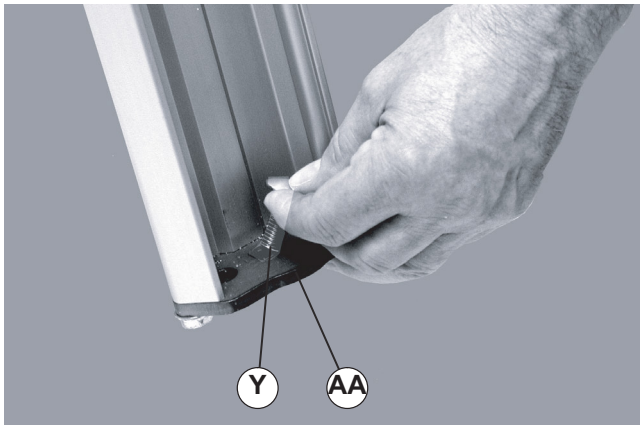
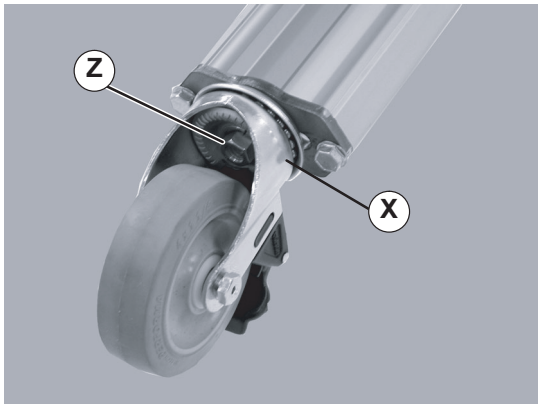

Figure 19
Figure 20
1. Install carriage bolt (Figure 19, item Y) into stand boot base plate (AA).
2. Install caster (Figure 20, item X) over carriage bolt (Figure 19, item Y).
3. Place nut (Figure 20, item Z) on carriage bolt. Tighten nut to 177 in–lb (20 N–m).